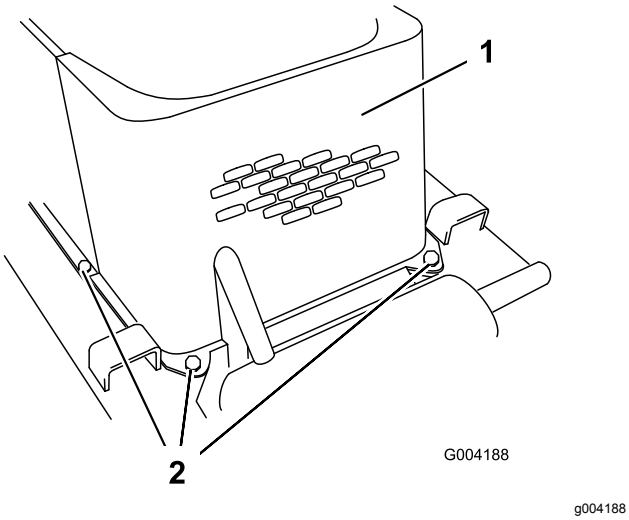

Figuur 28
5. Verwijder de 4 bouten waarmee het voorscherm aan het frame is bevestigd (Figuur 28).